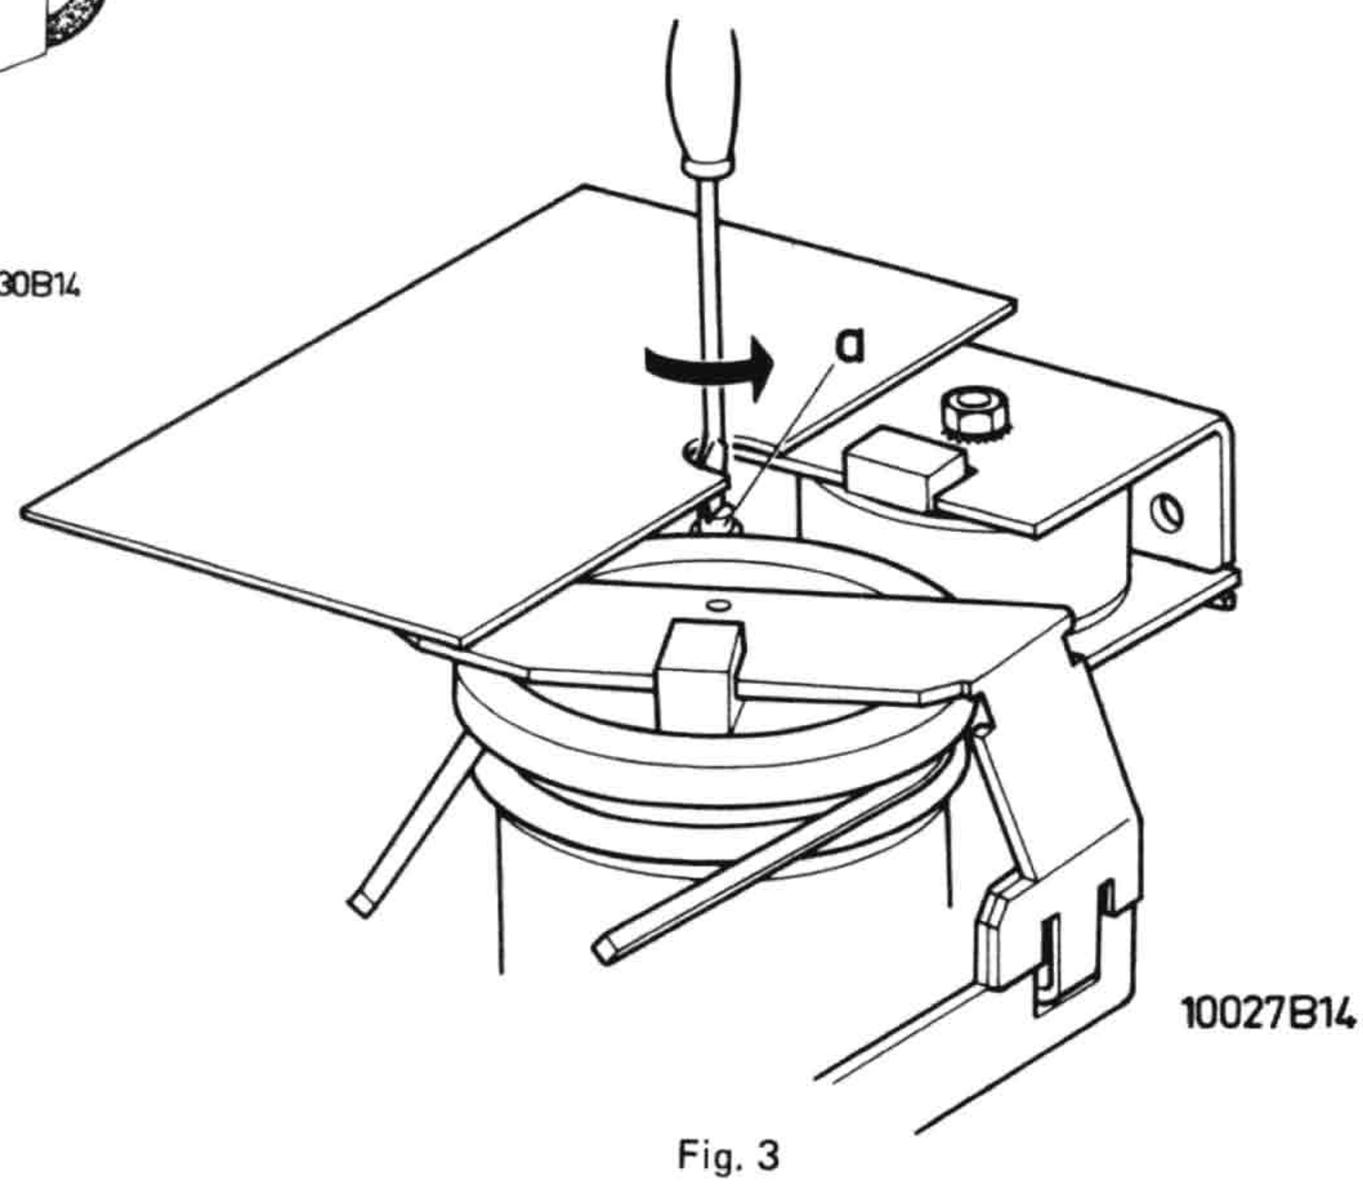

Fig. 3
D. INSTELLEN VAN DE RELAISBEUGEL (Fig. 3)